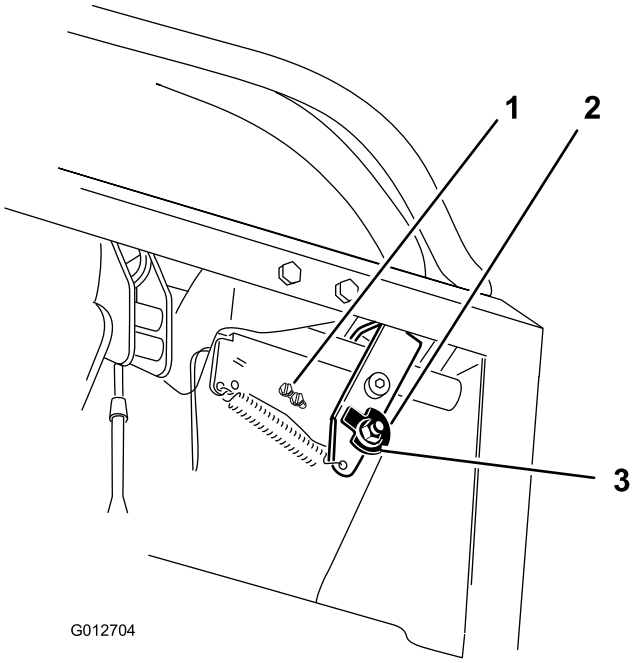
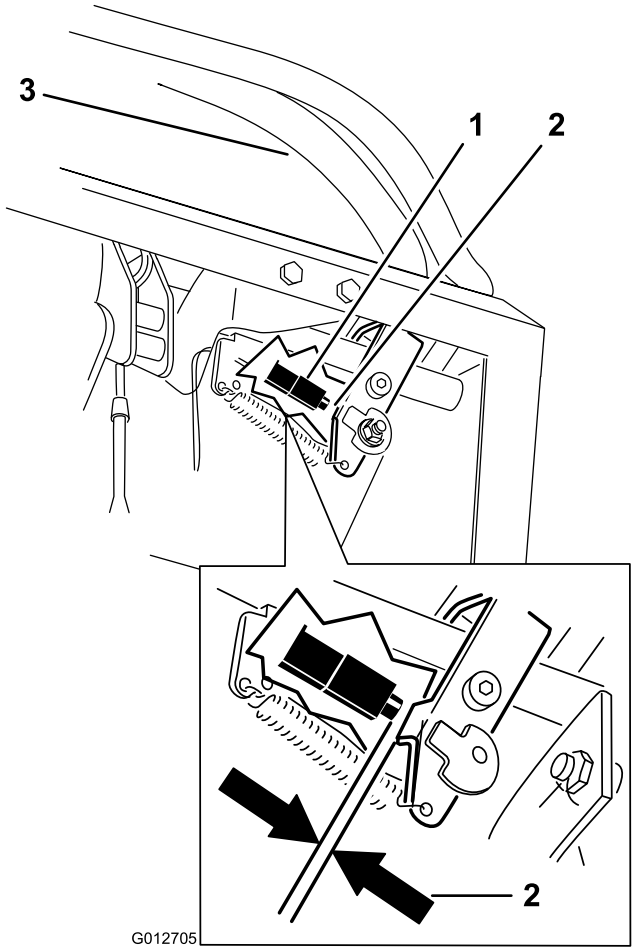

Figur 70
Figur 71
7. Lossa muttern som håller kammen på plats (Figur 70).
10. Kontrollera avståndet mellan rörelsereglaget och omkopplaren på det sätt som visas i Figur 71. Avståndet måste vara 3 mm när den högra rörelsereglagespaken är i det olåsta neutralläget.
11. Vid behov kan skruvarna som håller omkopplaren på plats lossas och omkopplaren justeras (Figur 70 och Figur 71).